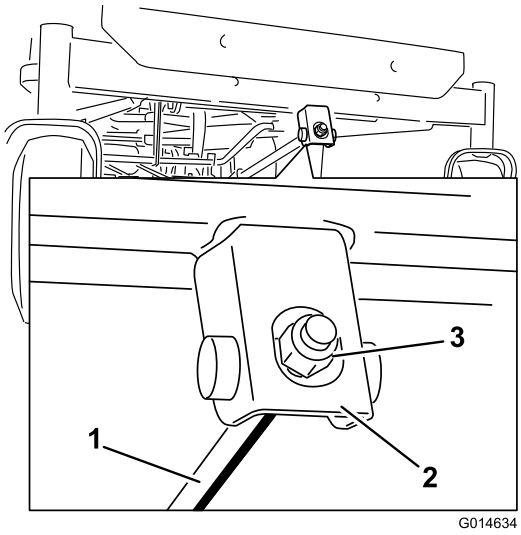

Figur 57
6. Vrid på justeringsmuttern framtill på klipparen för att justera knivens främre-bakre lutning (Figur 57).